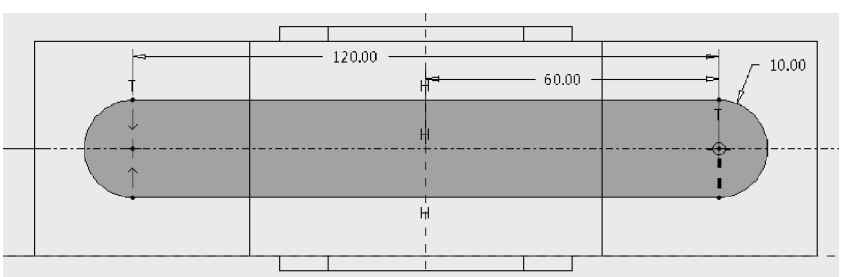

图 3-25 凸台的截面图形
(2) 在【拉伸】操控面板中使用默认的【拉伸为实体】按钮 ,用于生成实体特征。
(3) 在【拉伸】操控面板的【放置】选项卡中单击【定义】按钮,弹出【草绘】对话框,选择基座上表面作为草绘平面、基座前表面作为草绘视图的底参考面,设置完毕后单击【草绘】对话框中的【草绘】按钮,进入草绘状态。
(4) 绘制如图 3-25 所示的图形,作为拉伸特征的截面图形。